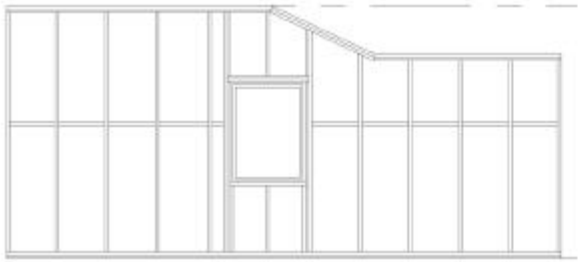

Рисунок 1
- Для правильного использования Wall+ ваши стены модели должны быть смоделированы в соответствии с потребностями каркасной системы. Wall+ обладает способностью обрамления скошенных поверхностей, но при этом стены всегда должны быть вертикальные, как и в реальной жизни. (Рисунок 1)